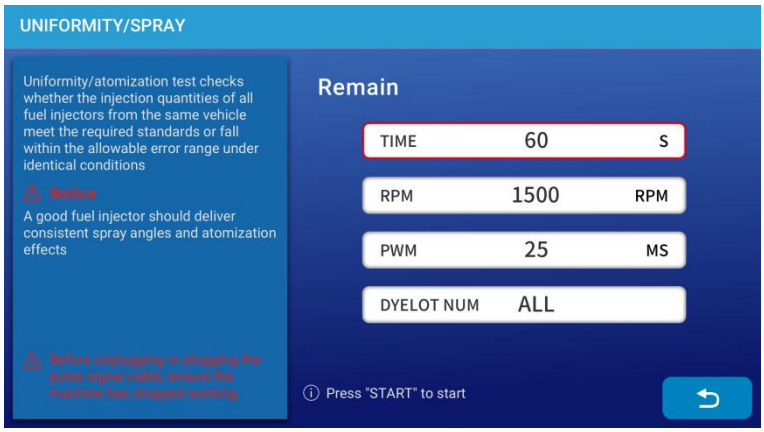

Figure 5.11
5) Click **[Uniformity/Spray]** button on the main interface as shown in Figure 5.11, set corresponding operating parameters and then press **[Start]** button to start the test (***Note: Press or release the fuel drain button during the operation to drain or stop draining oil***); the system pressure can be adjusted by **[Pressurization⊕]** and **[Depressurization⊖]** buttons on the control panel.